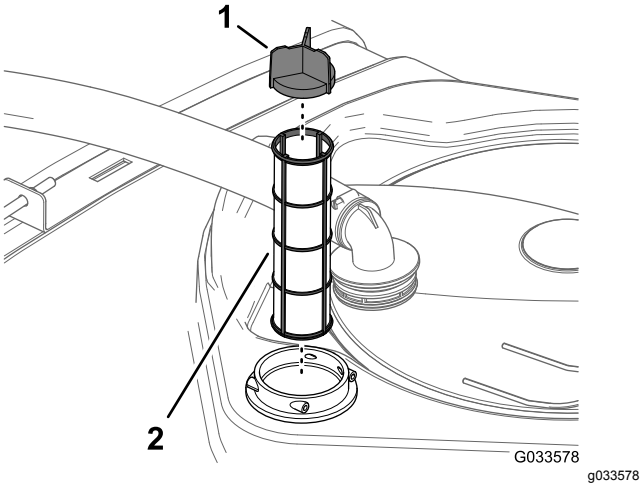

Figuur 54
4. Verwijder de oude zuigkorf uit de behuizing in de tank (Figuur 54).